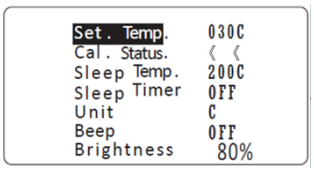

Fig.9
3.5 When Cal. status display “《《” (see Fig 9.)，it means “Real Temp.” has calibrated to minimum temperature, can not decrease anymore, but it can increase temperature.